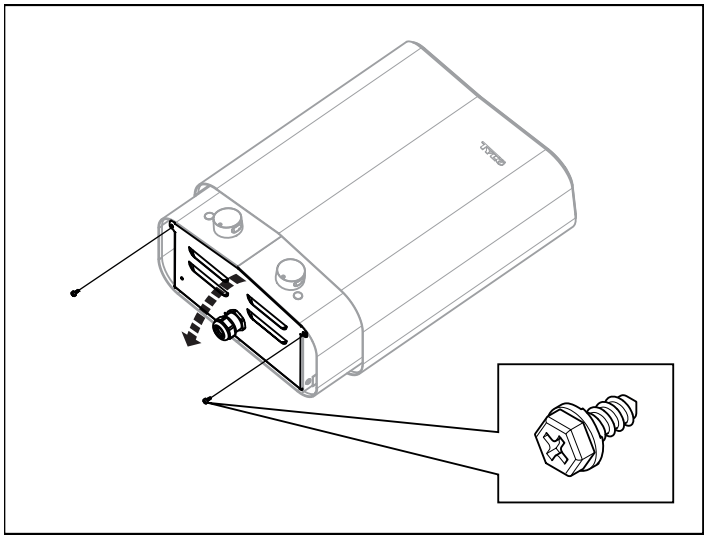

Rysunek 5: otwieranie/zamykanie pokrywy
2. Wykręć wkręty i otwórz pokrywę (patrz rys. 5).
4. Zamknij pokrywę i dokręć wkręty (patrz rys. 5).